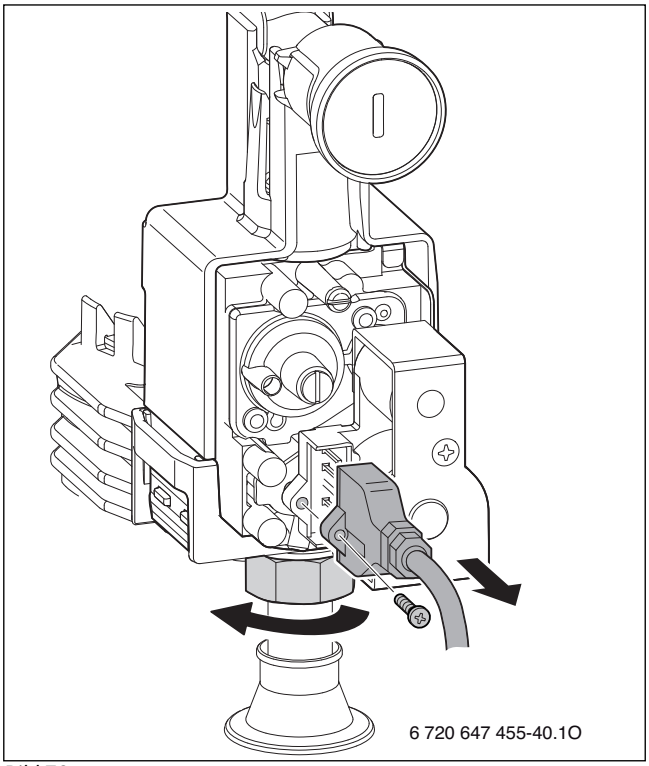

Bild 79
▶ Schraube entfernen (→ Bild 79).
- ▶ Gasarmatur ausbauen (→ Bild 79, Seite 54).